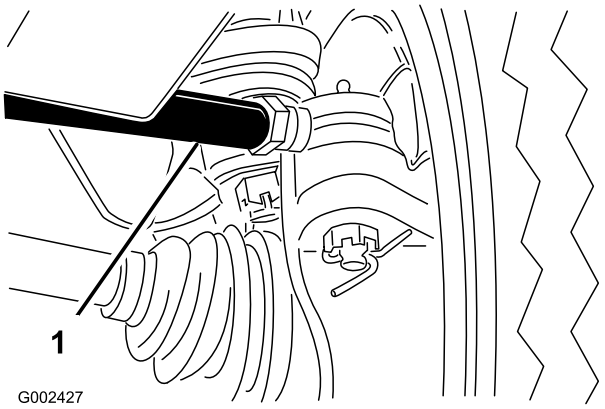

Figuur 59
- Draai op het linker voorwiel de contramoeren aan beide uiteinden van de spanschroef los (Figuur 59).